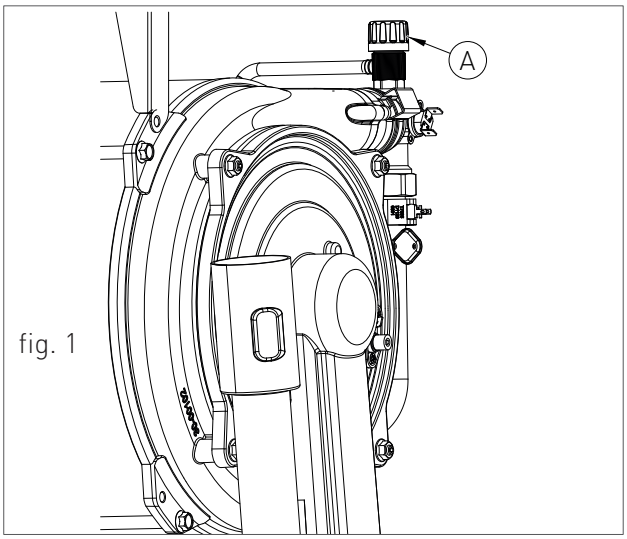

fig. 1
7. Al termine delle operazioni chiudere la valvola di sfogo araia posta in alto al blocco a condensazione (A - fig.1).